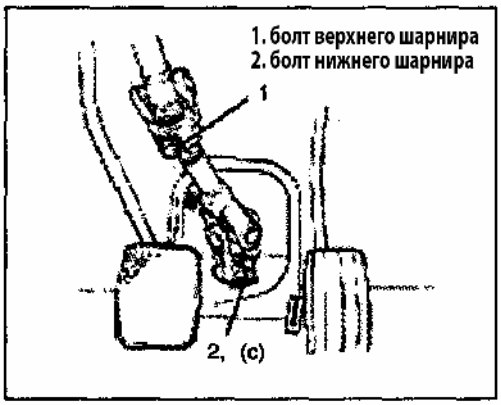

Рис. 438
5) Затяните болты шарниров рулевого вала требуемым моментом (сначала затягивайте болт нижнего шарнира, затем болт верхнего шарнира, (Рис. 438).